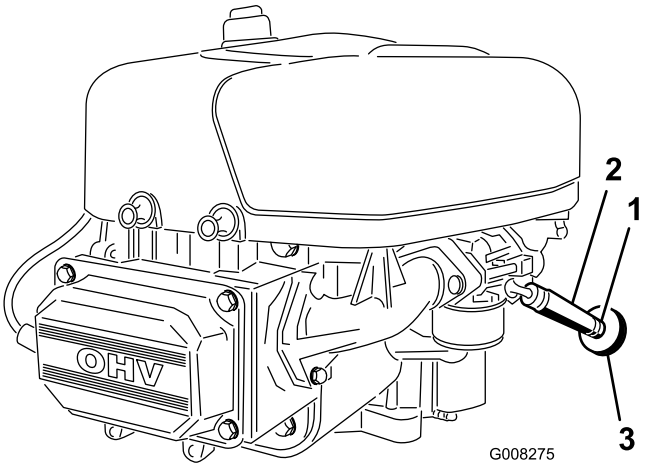

Figuur 27
7. Maak de slangklem op het brandstoffilter los en schuif deze over de brandstofslang weg van het brandstoffilter (Figuur 27).
8. Trek de brandstofslang van het brandstoffilter (Figuur 27).
11. Schuif de slangklem dicht op het filter om de brandstofslang vast te zetten (Figuur 27).
U kunt het brandstoffilter (Figuur 27) het best vervangen als de brandstoftank leeg is. Na verwijdering nooit een vuil brandstoffilter opnieuw aan de brandstofslang monteren.